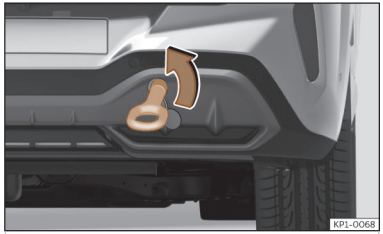

Abb. 214 Auf der rechten Seite des hinteren Stoßfängers: Eingeschraubte Abschleppöse.
- Drehen Sie die Abschleppöse **entgegen dem Uhrzeigersinn** so fest wie möglich in die Aufnahme ››› (Abb. 214), ››› ⓘ. Verwenden Sie ein geeignetes Hilfsmittel, um die Abschleppöse festzuziehen.